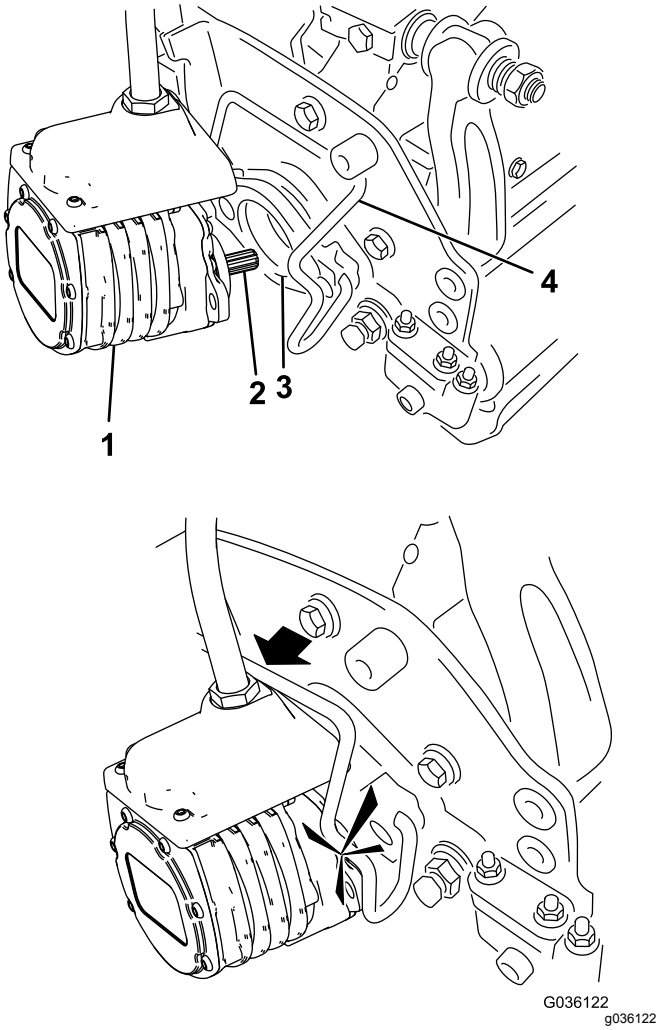

Rysunek 33
6. Nasmaruj wał z wypustem silnika zespołu tnącego cienką warstwą smaru (Rysunek 33).
7. Umieść silnik po lewej stronie jednostki tnącej (patrząc ze stanowiska operatora) i pociągnij pręt mocujący silnik na jednostce tnącej w kierunku silnika, aż do usłyszenia charakterystycznego kliknięcia po obu stronach silnika (Rysunek 33).